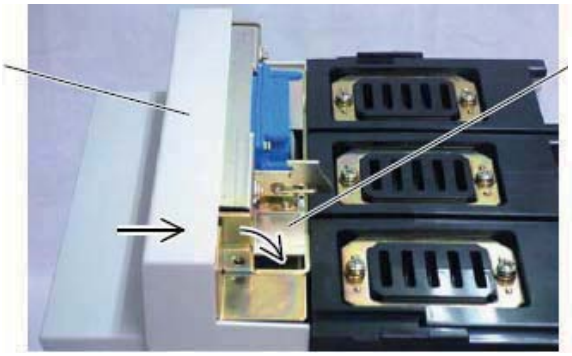

Рис. 60. Возвращение передней крышки в исходное положение
(5) Поверните контактную колодку вниз и сдвиньте переднюю крышку в исходное положение, как показано на рис. 60.